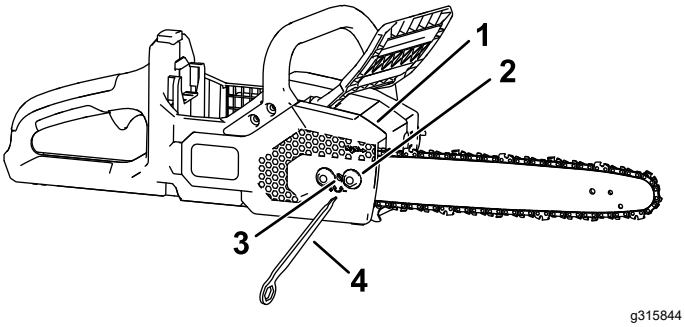

Figuur 28
5. Draai de verliesvrije moeren op het zijdeksel los met het universele gereedschap, maar verwijder het zijdeksel niet (Figuur 28).
7. Stel de kettingspanning in met het universele gereedschap, zet het zijdeksel dan vast op de kettingzaag door de verliesvrije moeren aan te draaien (Figuur 28).
2. Verwijder het zijdeksel door de 2 verliesvrije moeren van het deksel los te draaien (Figuur 28).
3. Neem de spanning van de ketting door de kettingspanknop naar links te draaien (Figuur 28).